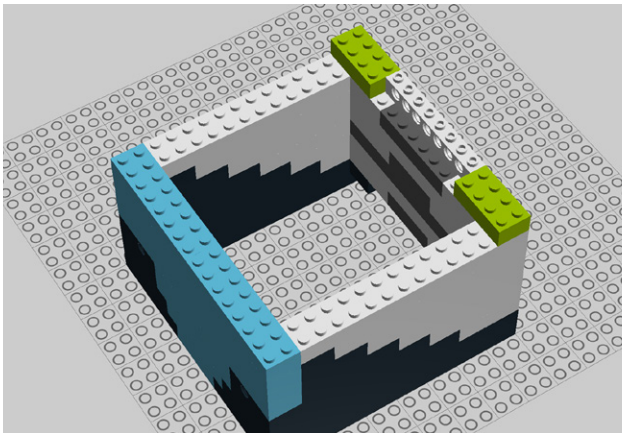

Figure 9-40. *Step 35: Adding a pair of 2x4 bricks*
35. Add two 2x4 bricks (Figure 9-40).